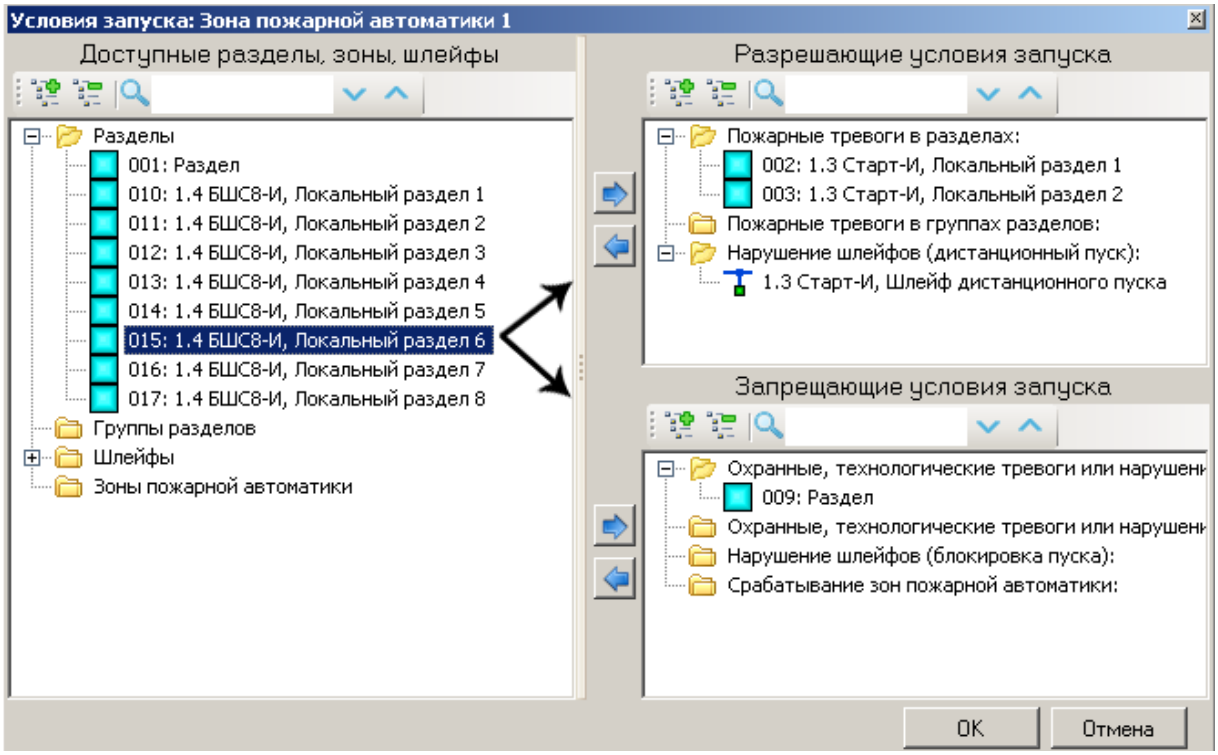

Рис. 31
2.1.2. При нажатии в мастере настроек на кнопку "Условия запуска" открывается окно "Условия запуска", в котором при необходимости можно задать дополнительные разрешающие или запрещающие условия запуска Старт-И (рис. 31). Для добавления условий следует перетащить разделы, группы разделов и т.п. в правую часть окна (в разрешающие или запрещающие условия).